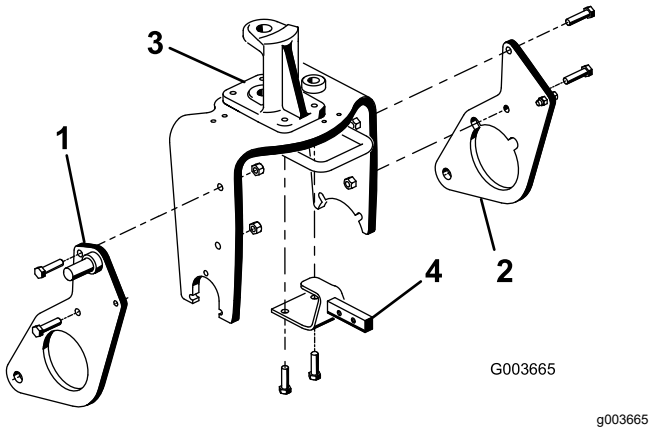

Figur 12
1. Monter højre plovplade på højre side af styrehjulsgaflen løst med to bolte (½" x 2") og låsemøtrikker som vist i Figur 12.
2. Gentag proceduren for den venstre plovplade (Figur 12).
4. Fjern, og kasser de to bolte, der fastgør det forreste af styretappen øverst på styrehjulsgaflen (Figur 12).
5. Monter trækrammens beslag på undersiden af styrehjulsgaflen med to bolte (½" x 1¾") ved at bruge styrehjulsgaflen og monteringshullerne i styretappen. Se Figur 12.